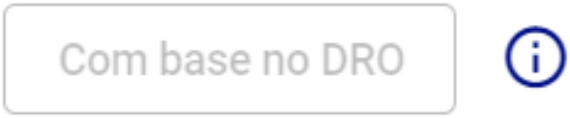

Figura 220: Com Base no DRO
* **Com Base no DRO (Figura 220):** Este método calcula o valor do orçamento utilizando os dados do Demonstrativo de Resultados Operacionais (DRO) do mês base de referência. O sistema projeta os valores com base no resultado do DRO e, adicionalmente, aplica o percentual de correção definido no momento do cálculo.